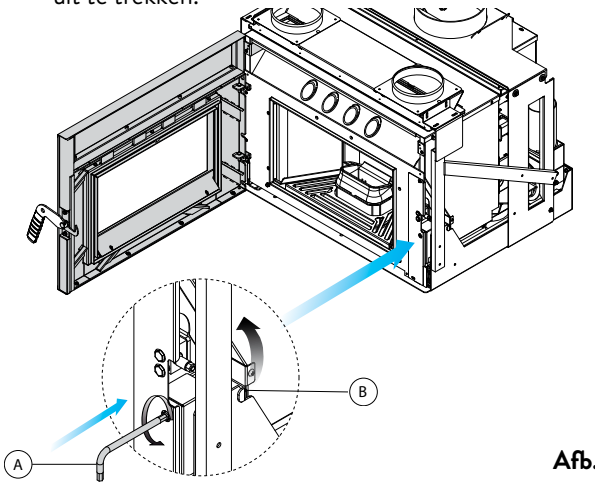

Afb. 7.8
Open de deur, steek de inbussleutel (A) in de bus van de begrenzer; draai de vergrendelingshendel tegen de klok in naar positie (B) om de rails te blokkeren (Afb. 7.8).